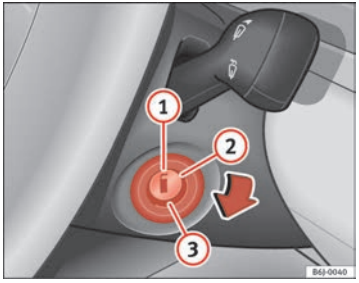

Fig. 94 Posiciones de la llave de contacto
En esta posición ⇒ fig. 94 el encendido y el motor están desconectados pudiéndose bloquear la dirección.
– Gire la llave de contacto hasta la posición ⇒ página 136, fig. 94 (2). El testigo ⌀ se encenderá en caso de precalentamiento del motor.
– En cuanto se apague el testigo, gire la llave de encendido a la posición (3) para poner en marcha el motor y no pise el acelerador.
– Gire la llave de contacto a la posición ⇒ página 136, fig. 94 (1).